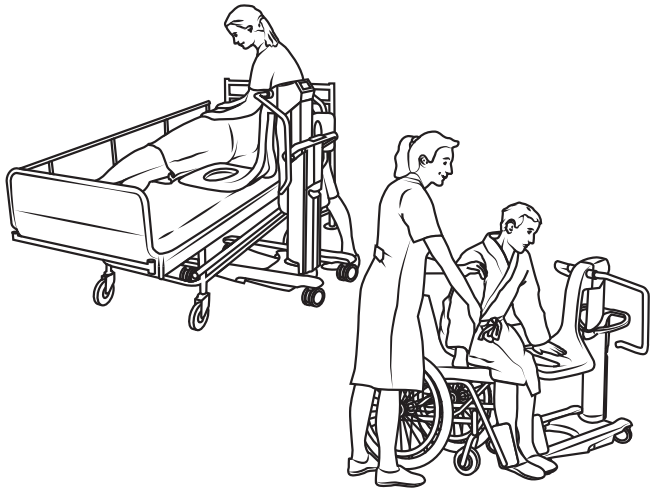

Abbildung 24
3. Ein sitzender Patient kann vom Bett oder Rollstuhl aus mit einem Badesitzlifter in die Classic Line 2 Badewanne transferiert werden. Siehe Abbildung 24.